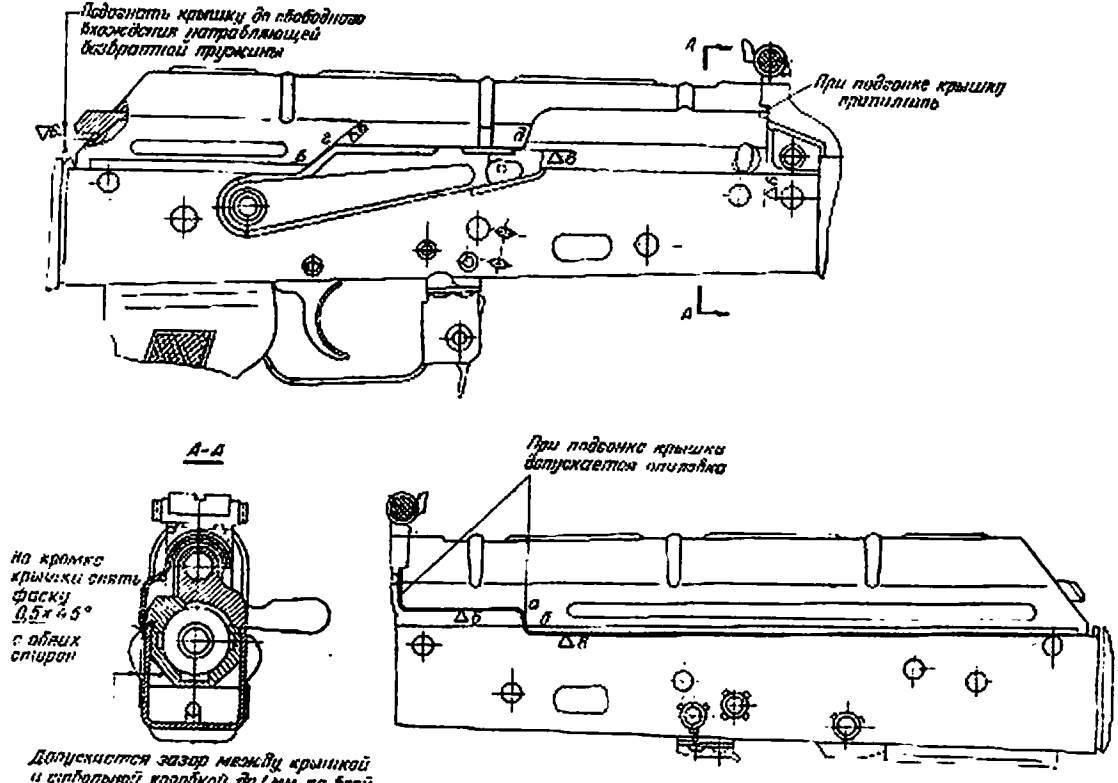

Рис. 41. Подгонка крышки ствольной коробки
1. Подобрать крышку ствольной коробки по месту. При необходимости опилить передний торец крышки ствольной коробки или стенку выреза *аб* для уступа ствольной коробки (рис. 41) так, чтобы она свободно соединялась со ствольной коробкой; продольное перемещение крышки допускается не более 0,5 *мм*.